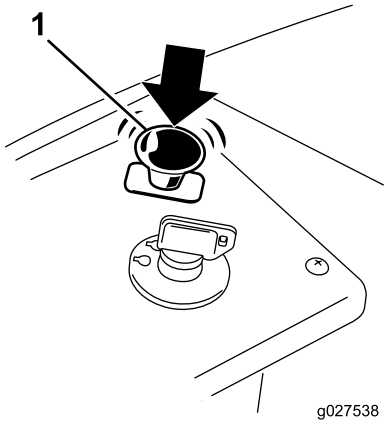

Figuur 14
1. Schakel de maaimessen uit door de aftakasschakelaar op UIT te zetten (Figuur 14).